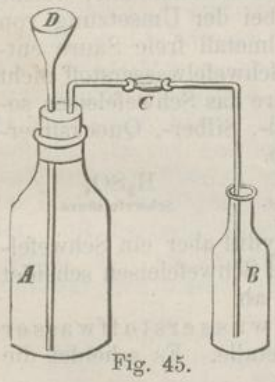

Fig. 45.
2. Darstellung des Schwefelwasserstoffwassers (Fig. 45). In eine weithalsige Glasflasche (A) bringe man etwa 20 *g* grobgepulvertes Schwefeleisen und 100 *g* Wasser, verschliesse sie mit einem Kork (resp. Kautschukstopfen), durch welchen luftdicht eine Trichterröhre (D), sowie das Ende einer rechtwinklig gebogenen Glasröhre (C) geführt ist, deren anderes Ende in ein etwa 1 Pfd. ausgekochtes und wieder abgekühltes Wasser enthaltendes Glas (B) hinabreicht. Ist die ganze Vorrichtung zusammengesetzt, so giesse man 20 *g* engl. Schwefelsäure durch die Trichterröhre, worauf die Gasentwicklung beginnt. Wegen der Belästigung, die das nicht absorbierte Schwefelwasserstoffgas in der Umgebung bereitet, nehme man die Operation im Freien vor. Man schüttele häufig das Auffanggefäss (B), mit dem Daumen verschliessend, kräftig um, damit das über dem Wasser befindliche Gas zur Absorption gelange. Ob das Wasser gesättigt sei, nimmt man daran wahr, dass nach solchem Umschütteln der Daumen nicht mehr eingezogen wird.